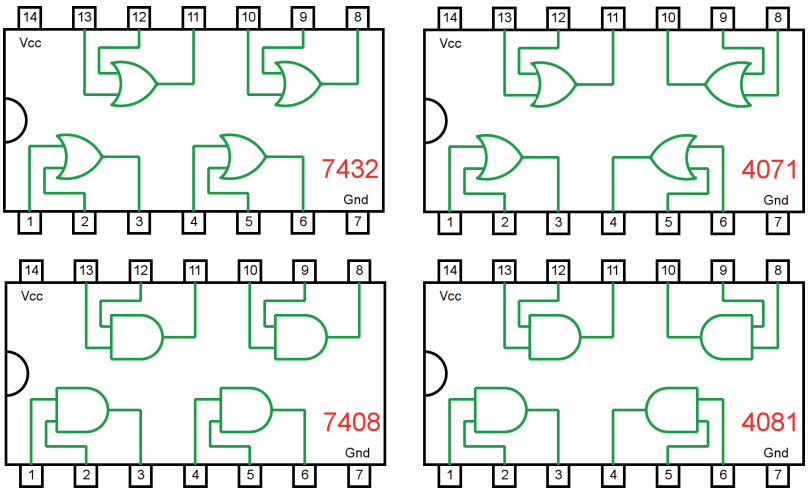

Figura 4.47 – Circuitos integrados TTL e CMOS.
a) Coloque os circuitos integrados (TTL e/ou CMOS da figura 4.47) nas posições indicadas.
d) Conecte os fios verdes. Os fios verdes estão conectados ao terra e portanto fornecendo valor lógico (0) às entradas de todas as portas do CI.